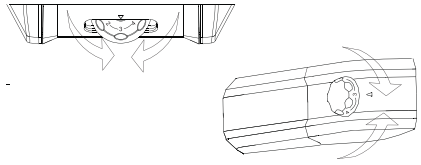

Fig.11
**Normally it is not necessary to intervene with the thermostat knob. If you find excessive cooling of the products contained in the refrigerator compartment, gently turn the thermostat knob toward 0. (fig. 11)**